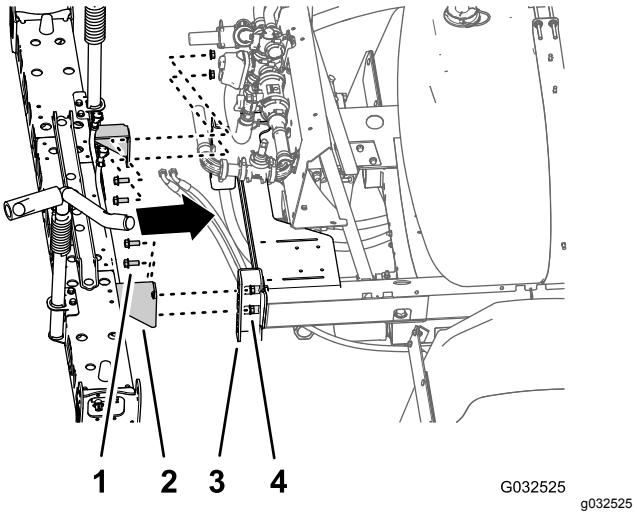

Figuur 85
1. Gebruik een voorziening met voldoende hefvermogen om de middelste spuitboom op te tillen en lijn de openingen in de steunbeugel van de spuitboom uit met de derde en zesde opening in het bevestigingskanaal van het frame van de spuitmachine (Figuur 85).
2. Monteer de middelste spuitboom op de bevestigingskanalen (Figuur 85); gebruik hierbij de 4 flenskopbouten (1/2 x 1-1/4 inch) en 4 flensborgmoeren (1/2 inch) die u verwijderd hebt in stap 4 van Verwijderen van de middelste spuitboom (bladz. 32).